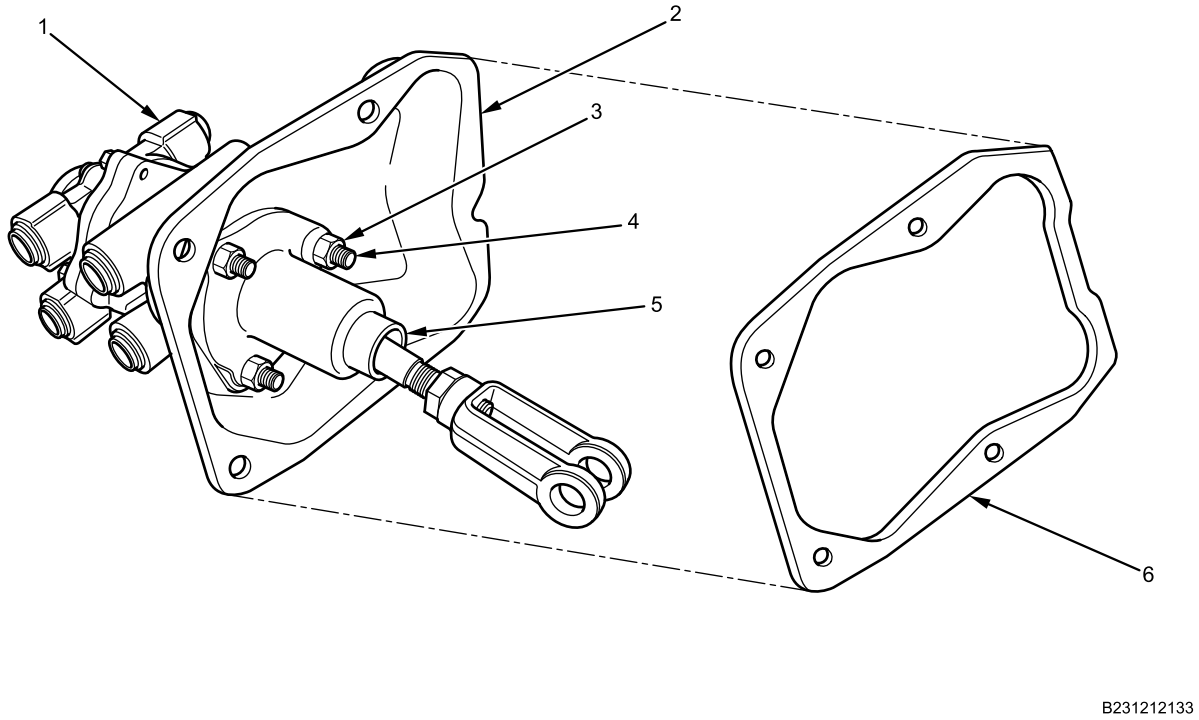

Figure 8. Foot Brake Valve, Bracket, and Yoke Assembly.
2. Assemble foot brake valve (Figure 8, Item 1) on foot brake valve bracket (Figure 8, Item 2) with gasket (Figure 8, Item 6) and yoke assembly (Figure 8, Item 5).
3. Install three nuts (Figure 8, Item 3) on three studs (Figure 8, Item 4) and tighten securely.